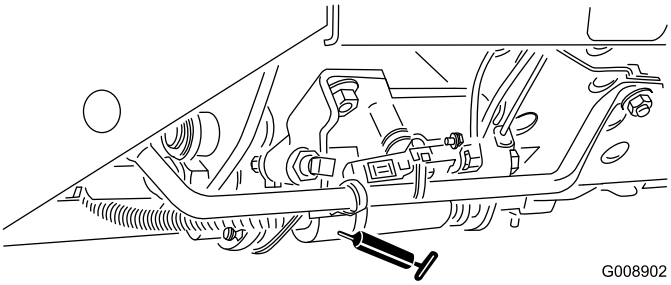

Figur 55
- Klippe-/transportpedal (Figur 55)